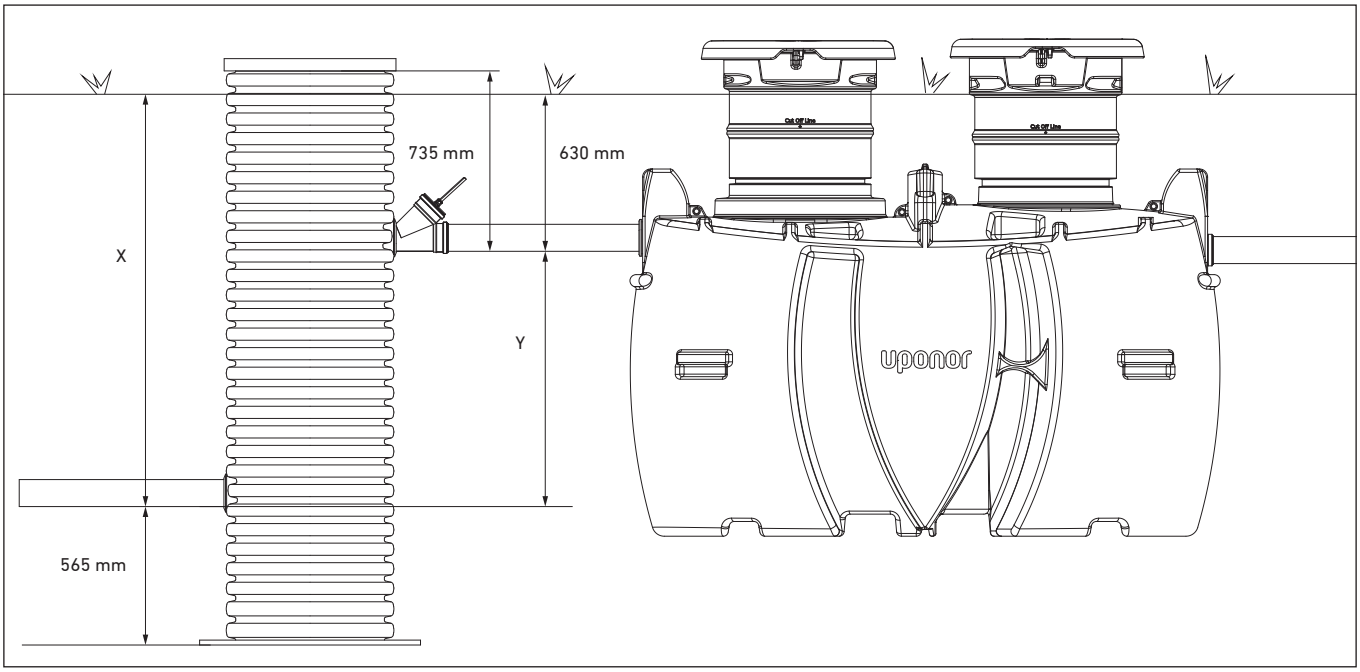

Bild 2 - Dimensioner
- Avstånd och vertikal höjdskillnad mellan inloppsrör och Clean I/II inlopp Y (Bild 2)
- Fastställ den vertikala höjdskillnaden Y mellan avloppsröret och reningsverkets inlopp (Bild 2) **Y = X - 630 mm**